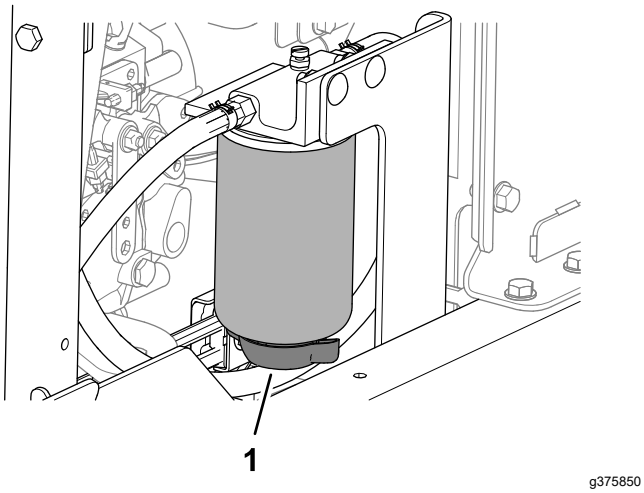

Figuur 83
3. Zet een opvangbak onder de aftapklep van de brandstof/waterafscheider (Figuur 83).